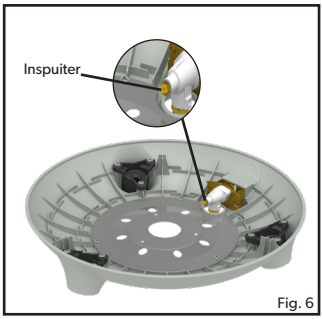

Fig. 6
- **De inspuiter te vervangen**: Verwijder alle losse oppervlakken, evenals het plateau en de poten van het apparaat. Draai de branderbasis om en verwijder de 3 schroeven van de onderste afdekplaat (fig.4) om de branderbasis te scheiden (fig. 5). Koppel de piëzodraad los, zorg ervoor dat u deze niet beschadigt en verwijder de brandereenheid van het lichaam van de branderbasis te verwijderen om de inspuiter bloot te leggen (fig. 6). De inspuiter kan nu met een geschikte sleutel worden verwijderd. Gebruik geen tang omdat dit de inspuiter kan beschadigen, waardoor deze onbruikbaar of onmogelijk te verwijderen is. Schroef de nieuwe inspuiter in het ventiel. Draai niet te vast, omdat dit het apparaat kan beschadigen.